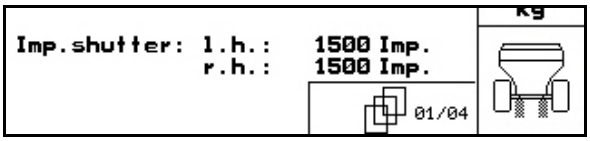

Fig. 19
- **ZG-B Precis** / **Ultra Hydro**: (Fig. 19)